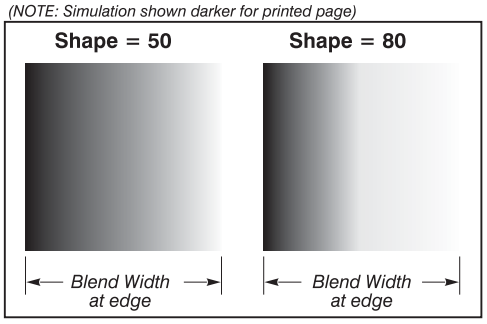

Figure 2. "Shape" Examples
- **Blend Shape** determines the rate of roll-off across the blend width, i.e. how quickly the white levels across the blend change from light and dark. Increasing the *Blend Shape* setting accelerates the rate of change at both extremes so that *less* of the region appears mid-gray (see Figure 2). Decreasing the *Blend Shape* setting slows the rate of change so that *more* of the region appears mid-gray. For most applications, this subtle control is best left close to 50.